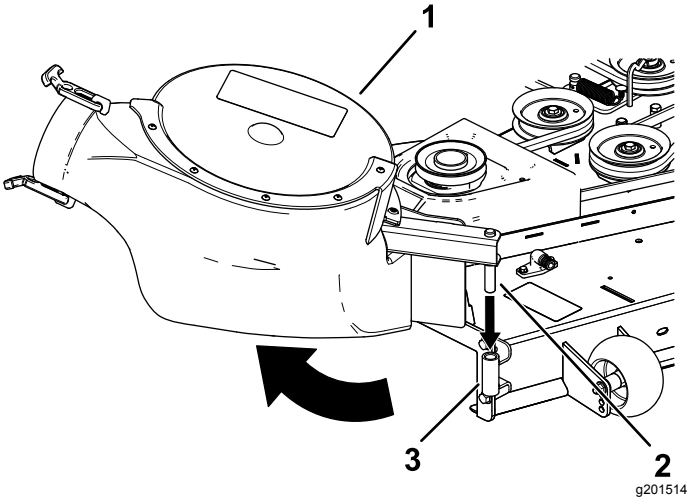

Figuur 23
2. Steek de draaipen van de blazer in de blazersteun en draai de blazer naar binnen, naar de machine (Figuur 23).